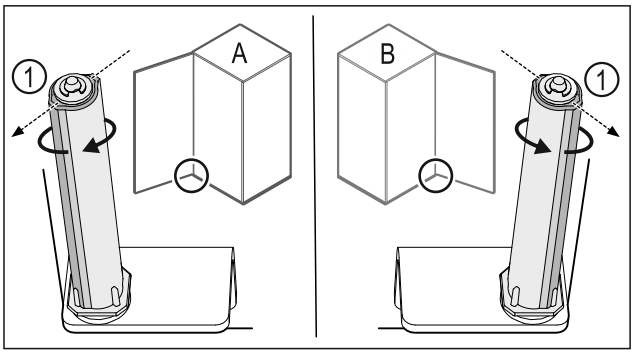

*Fig. 36 Левое навешивание (**A**) / правое навешивание (**B**)*
- ▶ Поворачивайте систему закрытия, преодолевая сопротивление до тех пор, пока ее ребро *Fig. 36 (1)* не будет направлено наружу.